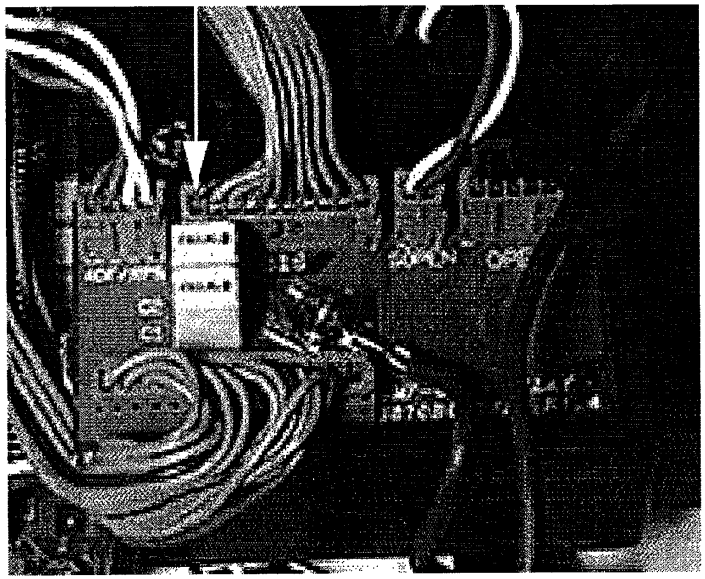

Рис. 3-3 **Релейная плата сканера**.
2. Проверьте постоянное напряжение между контактом 3 (+5,0 В) и контактом 2 (земля) на разъеме цветного сканера на релейной плате сканера (см. рис. 3-3). Напряжение должно составлять +5 В.